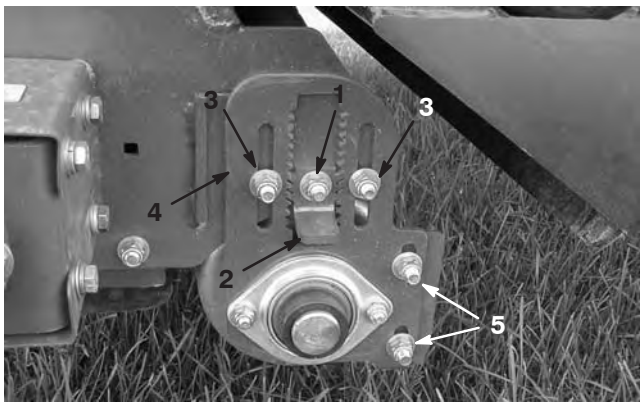

**Figure 29**
3. Desserrez le contre-écrou de la clavette de réglage de hauteur (Fig. 29) pour pouvoir le sortir d'environ 13 mm.
4. Desserrez les contre-écrous de réglage de hauteur de rouleau (Fig. 29).
5. Sortez la clavette de réglage de hauteur et montez ou abaissez le rouleau en faisant coulisser la plaque de réglage à la hauteur voulue (Fig. 29).
Le racloir du rouleau (Fig. 29) doit être réglé de manière à obtenir un jeu de 1,6 mm entre le rouleau et le racloir. Desserrez les écrous de réglage du racloir et placez le rouleau à la position voulue, puis serrez les écrous.